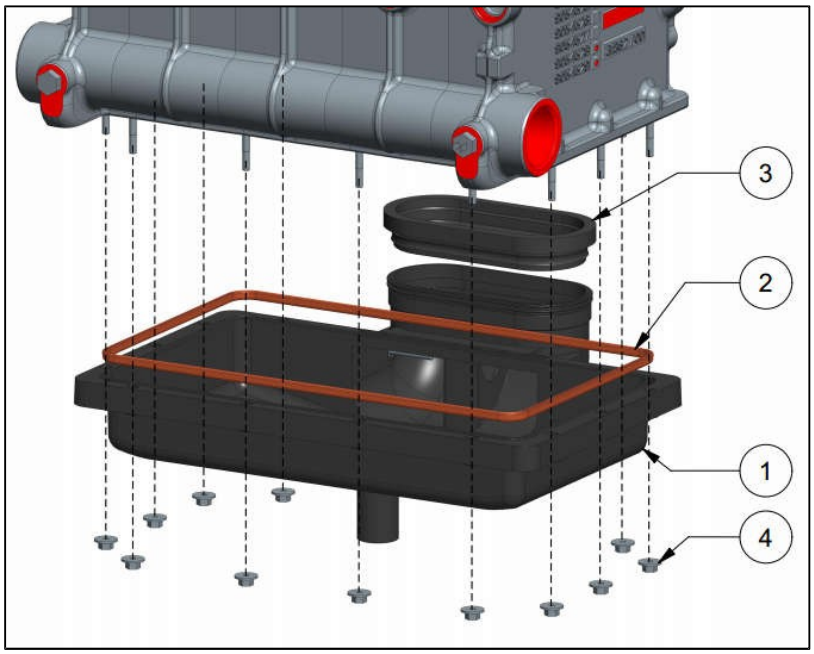

Рисунок 5 **Разобранный вид конденсатоприемника**
1. Снимите коллектор конденсатоприемника с теплообменника, см. Рисунок 5.